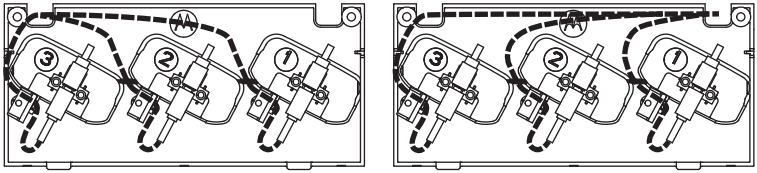

图 12：根据电缆的给出位置捆扎 USB 电缆。
3. 将编程线缆连接至底部充电座上的 USB 插座并像图 12 中一样捆扎电缆。